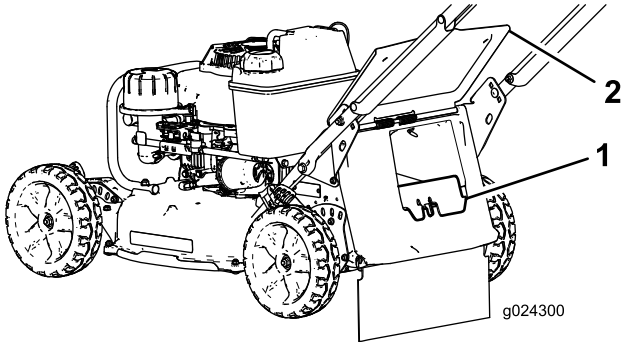

Figur 18
- Om den bakre utkastarpluggen inte har monterats tar du tag i dess handtag, öppnar den bakre luckan och för in pluggen i den bakre utkastaren tills spärren låses på plats (Figur 18).
3. Ta bort den bakre utkastarpluggen genom att trycka in spärren med tummen och dra ut pluggen från maskinen (Figur 18).